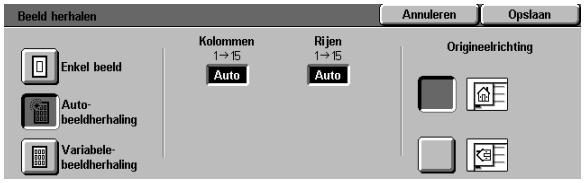

Figuur 12: Informatiescherm Auto-beeldherhaling
- **Auto-beeldherhaling** (figuur 12)